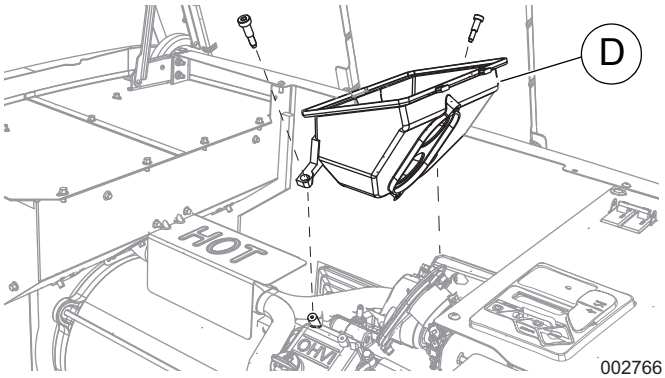

Figura 7. Extracción de la base de la caja aire (11 a 22 kW)
2. Vea la *Figura 7*. Desenrosque y retire la base de la caja de aire (D).